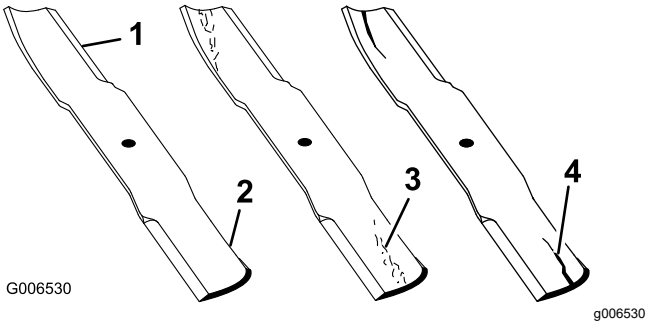

Figur 102
1. Kontrollera eggarna (Figur 102).
4. Montera omedelbart en ny kniv om du upptäcker sprickor, slitage eller spårbildning i detta område (Figur 102).